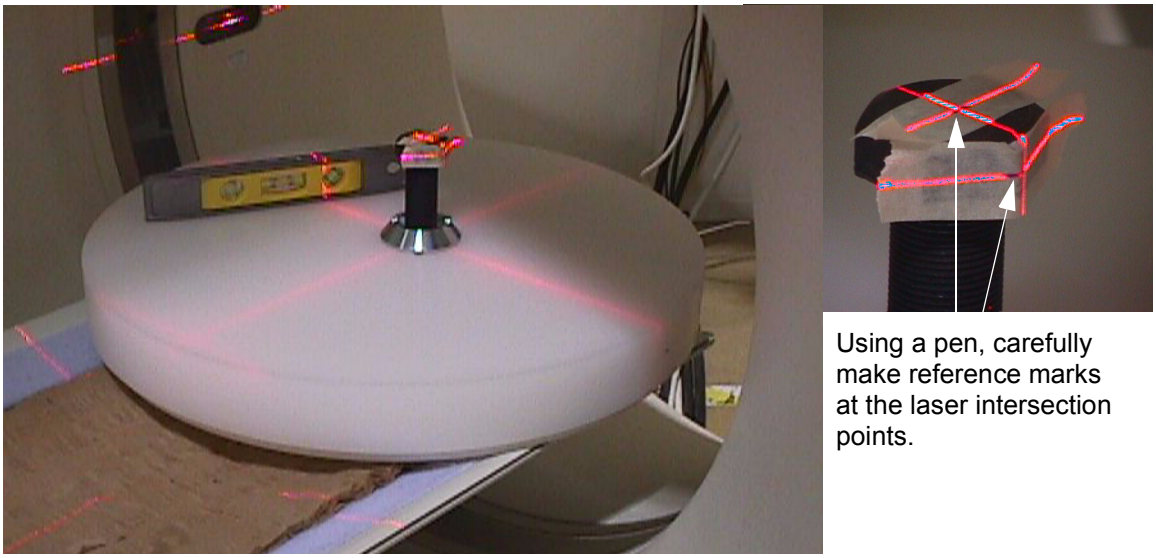

Figure 8-29 Sagittal and Coronal Laser Alignment Jig Setup
27.) Place another object, such as a full contrast bottle or unopened soda can, on the phantom. Attach masking tape and position the object at ISO Center using the laser lights. Refer to Figure 8-29.